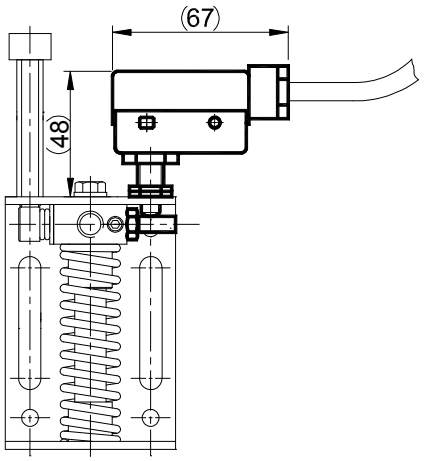

Fig. 1
Ogni Elemento Elastico a molla TEN JOY può essere equipaggiato di un finecorsa elettrico che viene fornito come in fig.1. Questo sistema è particolarmente utile quando si voglia controllare il corretto funzionamento della macchina e/o salvaguardare l'incolumità degli operatori. Il finecorsa elettrico, infatti, fornisce un segnale quando la molla si trova nella massima estensione (fig.1). Questo segnale, quindi, può fermare la macchina nel caso in cui ci sia una rottura della catena o della cinghia, o quando la lunghezza della catena abbia raggiunto un valore tale per il quale il tenditore sia giunto a fine della corsa e che sia quindi necessario l'intervo di un operatore.
*Every Elastic spring Element TEN JOY can be supplied with a travel-end switch provided as illustrated in fig.1. This system is particularly useful if You want to check the correct machine's working and/or guarantee the workers' safety. The travel-end switch gives, in fact, a signal as the spring is extended at maximum (fig.1). So this signal can stop the machine in case of breaking of the chain or belt, or when the chain length has reached a value such as that the tensioner has arrived at the travel's end and it's, so, necessary a worker's intervention.*